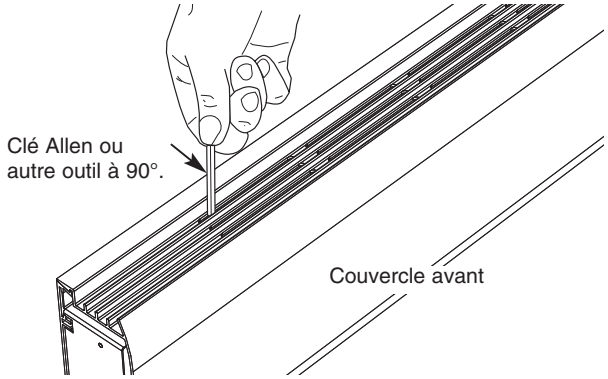

Fig. 7
2. Le nettoyage de l'intérieur du radiateur nécessite d'enlever son couvercle avant. Pour enlever le couvercle avant, désengagez d'abord le verrouillage par emboîtement du haut de l'arrière. Utilisez un outil de forme en L, comme une clé Allen, pour soulever sous les lames entre la rangée arrière de fentes (Voyez la Figure 7). Commencez à n'importe quelle extrémité et levez le couvercle avant jusqu'à ce que la tension dessus le sépare du coffret. Continuez de vous déplacer sur la longueur du radiateur jusqu'à ce que le couvercle soit retiré.